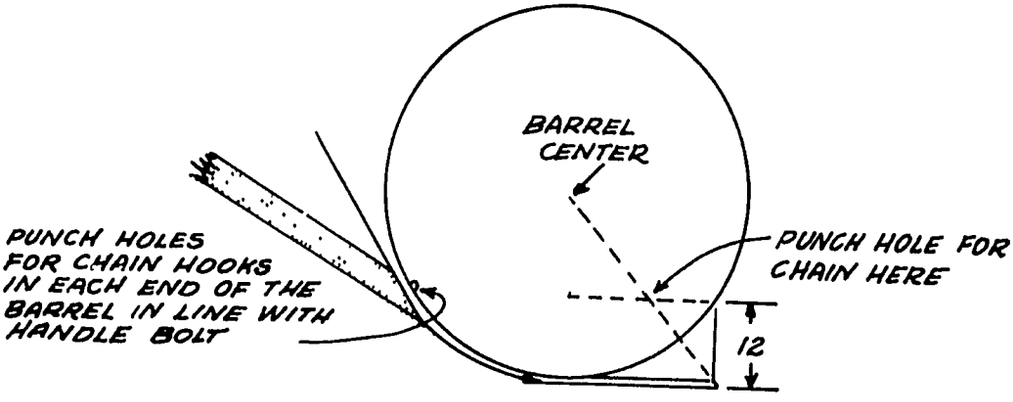

FIGURE 9 PREPARING TO INSTALL CHAIN
(4) Drill a 1 1/2cm hole, 20cm from the end of the handle. Thread the end of the rope through the hole and make a knot at each end.
7. Make holes for installing chain. See Figure 9.